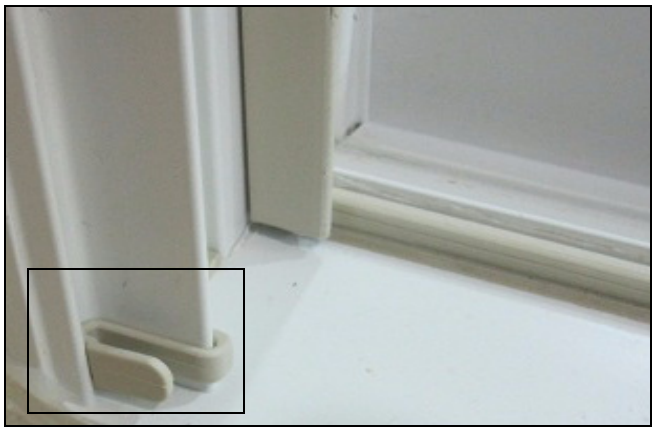

Figure 1
2. Remove “S” shape screen retention clip on lower outside corner. See figure 1.